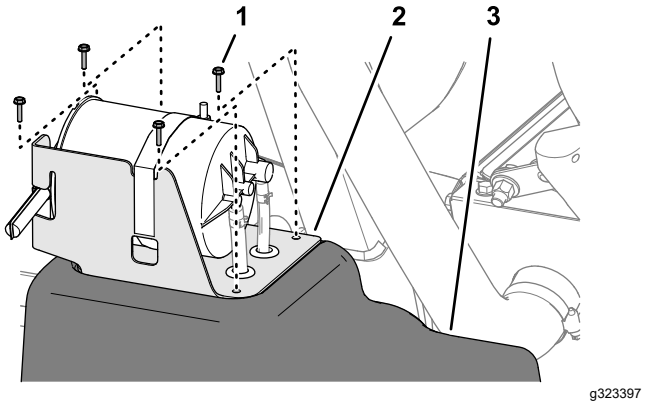

Figura 83
2. En el depósito de combustible, retire los 4 tornillos (N.º 10 x ¾") que sujetan el soporte del cartucho de carbón a la parte superior del depósito de combustible (Figura 83).